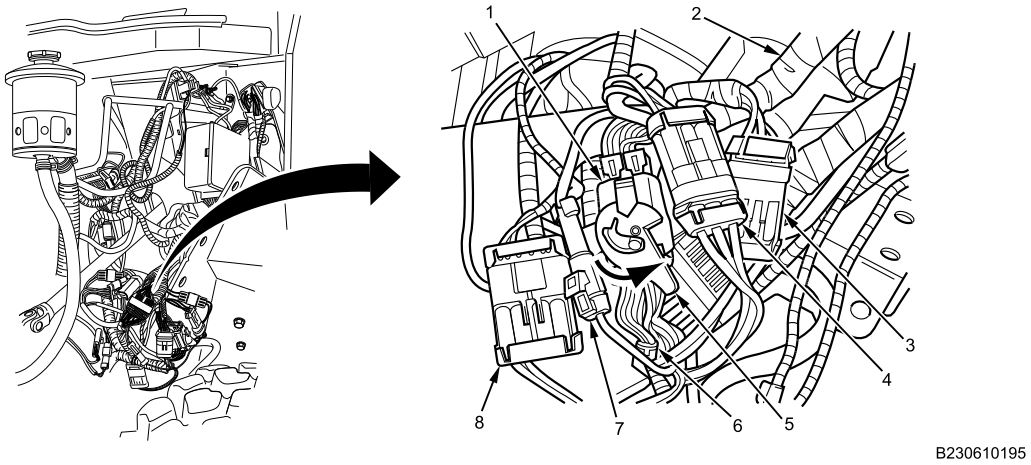

Figure 7. Five Connectors.
11. Rotate locking tab (Figure 7, Item 5) counterclockwise, and disconnect 40-pin connector (Figure 7, Item 1) from Power Distribution Center (PDC) harness (Figure 7, Item 2).
12. Disconnect four connectors (Figure 7, Item 3, 4, 7, and 8) from PDC harness (Figure 7, Item 2).
13. Remove center chassis harness (Figure 7, Item 6) from vehicle.